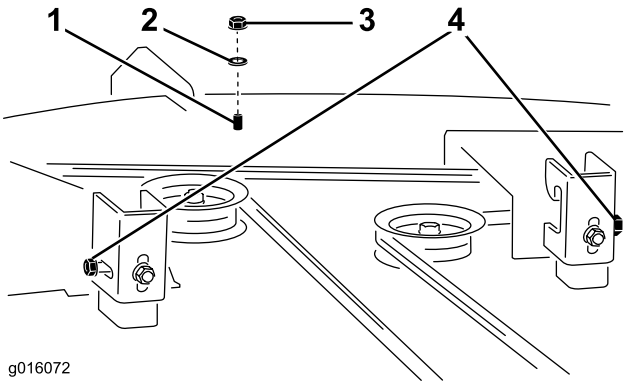

Figure 2
1. Loosen, **but do not remove**, the flange nut on the outside of each suspension bracket on the rear of the deck; see Figure 2.
2. Remove the existing bolt, washer and nut shown in Figure 2 and set them aside.